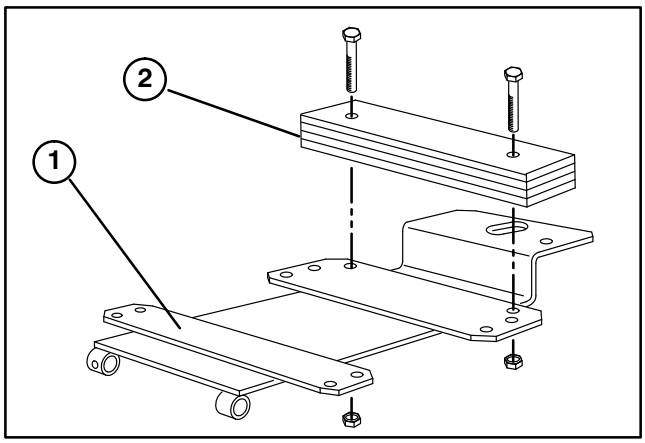

Figure 9
1. Mount weight assembly to rear holes in seat support with (2) 5/16−18 x 2−1/4” lg capscrews and locknuts (Fig. 9).